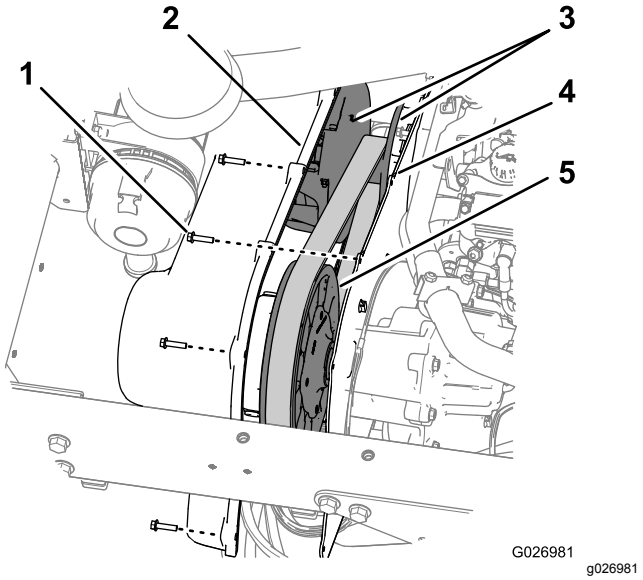

**Figur 64**
1. Fjern de ni sekskantede skivehodeskruene (¼ x 1 tomme) fester girdekselet til girets monteringsplate (Figur 64).
5. Plasser hullene i girdekselet på linje med hullene i monteringsplaten (Figur 64).
6. Fest dekslet til monteringsplaten (Figur 64) med de ni sekskantede skivehodeskruene (1/4 x 1 tomme) som du fjernet i trinn 1, og stram skruene til 10,2 til 12,4 N·m.